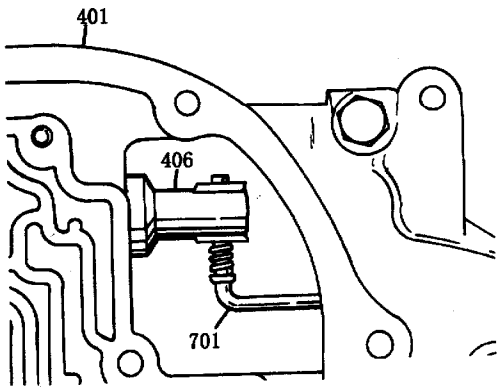

图 4－141　手动阀
(1) 组装：
①将止推垫 414 装到壳体盖 401 上，使用装配润滑脂 TRANSJEL™J36850 或类似的产品使其就位。
②安装 1～2 换档蓄能器销 422，有倒角的一端先装入。
③安装蓄能器活塞 421 和油封 420。
④安装弹簧 419。
⑤安装密封垫 415，使用装配润滑脂 TRANSJEL™J36850 或类似的产品使其就位。
(2) 安装：
①将密封垫 416 装到壳体盖上。
②将壳体盖 401 装到变速驱动桥壳体上。
③安装所有的螺栓。
④将拉杆 701 装到手动阀 406 上(见图 4－141)。
(1) 安装测量工具（参见图 4－73)。
(2) 向下推提升工具 J28544，将百分表调零。
(3) 向上拉提升工具 J28544。
(4) 百分表读数应为 0.10～0.84mm，如果读数不在此范围内，可按表 4－7 选择厚度合适的卡环 621。
(5) 拆下测量工具。